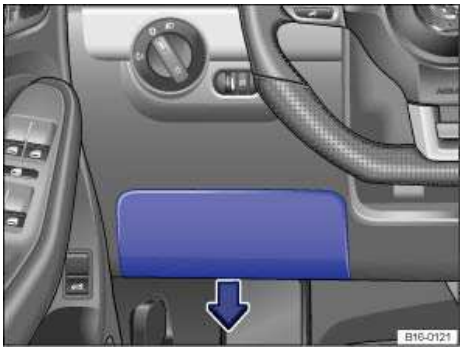

Fig. 172 On the driver side in the instrument panel: Fuse box cover.
- Pull the lower part of the cover in the direction of the arrow ⇒ fig. 172 and remove the cover from the bottom.